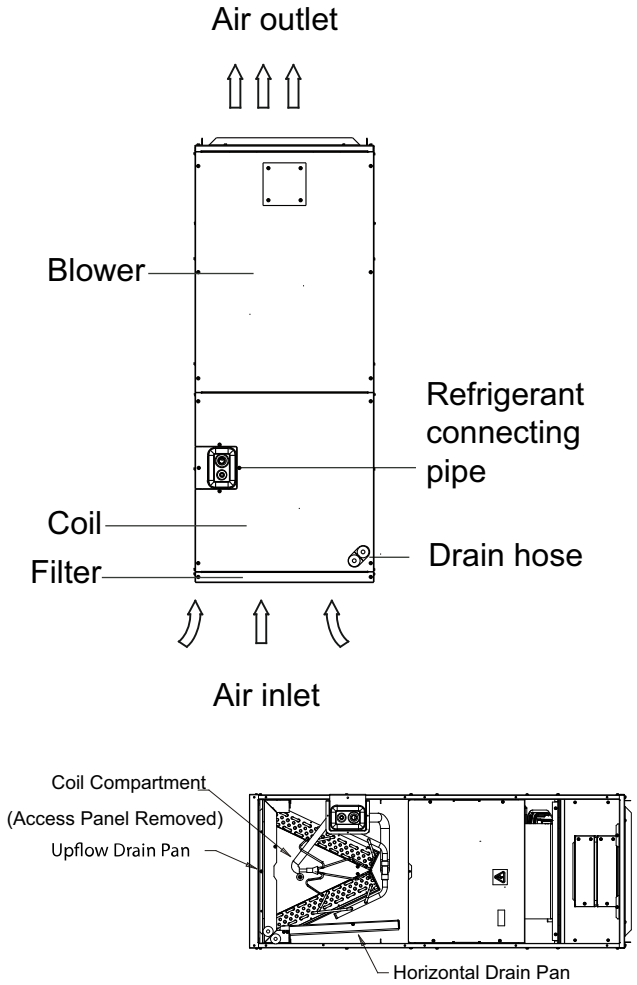

Fig. 18 —Indoor Unit Representation
- **Illustrations in this manual are for explanatory purposes. The actual shape of your indoor unit may be slightly different. See Fig. 18. The actual shape shall prevail.**